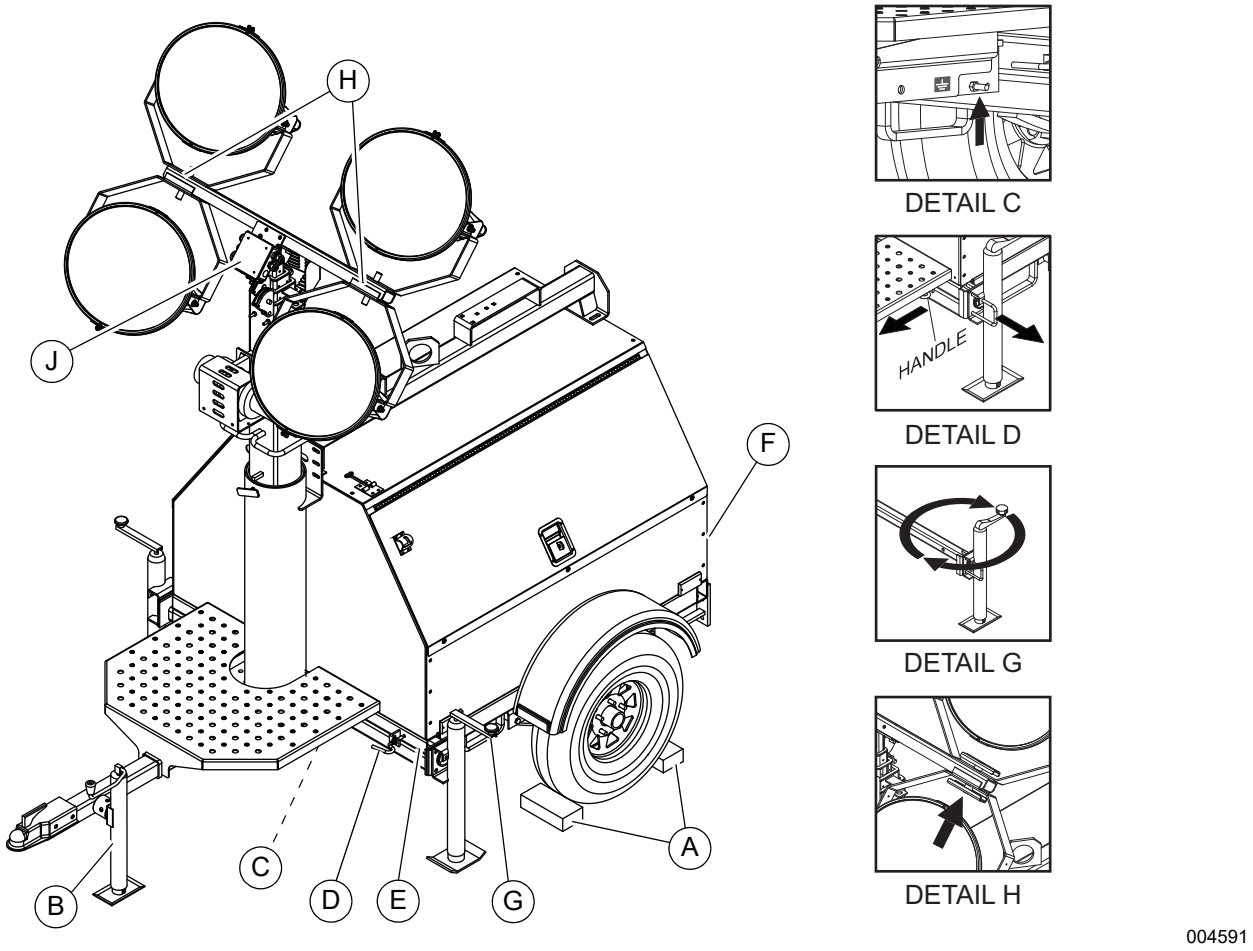

***Figure 3-1. Setup Components***
2. See ***Figure 3-1***. Place the unit on firm ground that is relatively flat (less than 5° slope).
3. Block the wheels (A).
4. Pull the locking pin on the tongue jack (B) and rotate the jack 90°. Reinstall the locking pin. Rotate the jack handle clockwise to raise the trailer tongue off the towing vehicle.
5. A grounding stud (C) is located on the frame of the trailer near the trailer tongue. For grounding requirements, follow the National Electrical Code (NEC), state, and local regulations.
6. For each outrigger (E), pull locking pin (D) and pull each outrigger out until the spring loaded locking pin snaps back into place.
8. Pull the locking pin on the rear jack (F) and rotate it 90º until the spring loaded locking pin snaps back
10. See ***Figure 3-1***. Before raising the mast, it may be necessary to adjust the lamps. The lamps may be adjusted up, down, left, or right by loosening the trunnion wing nuts (H) and aiming the lamps in the desired directions. Tighten the hardware completely and make sure the lamps are connected to the junction box (J).